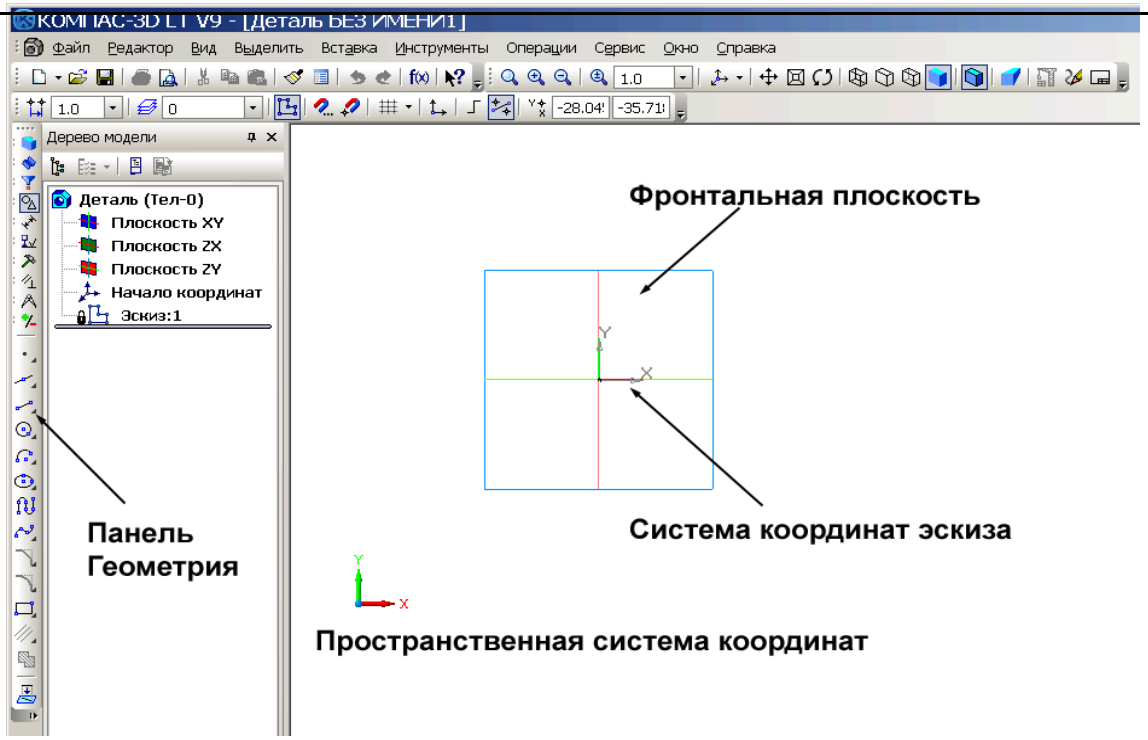

Рис. 2.5. Вид экрана при выборе **Фронтальной плоскости** для построения эскиза.
1. **Фронтальная плоскость** автоматически располагается в плоскости экрана (рис. 2.5).